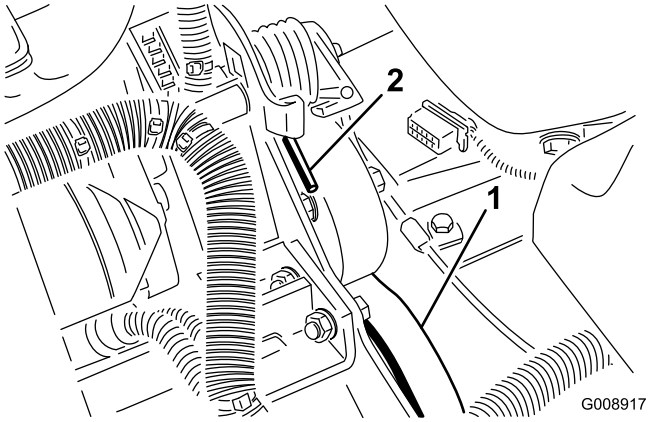

**Figur 55**
2. Tryck fjäderänden (Figur 55) nedåt och framåt för att kroka av den från fästet och lätta på fjäderspänningen.